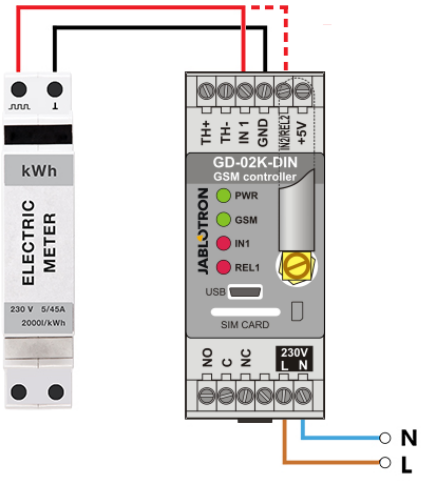

Rysunek 6: Tryb pomiaru zużycia energii elektrycznej.
- Ten tryb wymaga połączenia między wyjściem impulsów licznika energii a zaciskami IN1 lub IN2 i zaciskiem GDN na urządzeniu GD-02K-DIN (patrz Rysunek 6). W przypadku dwutaryfowego licznika energii lub dwóch niezależnych liczników energii można jednocześnie używać obu wejść. Licznik energii może być jedno- lub trójfazowy.